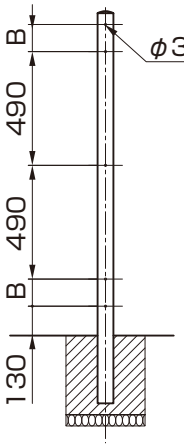

図2-1
①フェンスを取付ける角度に合わせて、コーナー柱にφ3.5の下穴をあけてください。（図2-1参照）
②ブラケットをコーナー取付材にスライドしながら差込み、指定の高さで取付けてください。